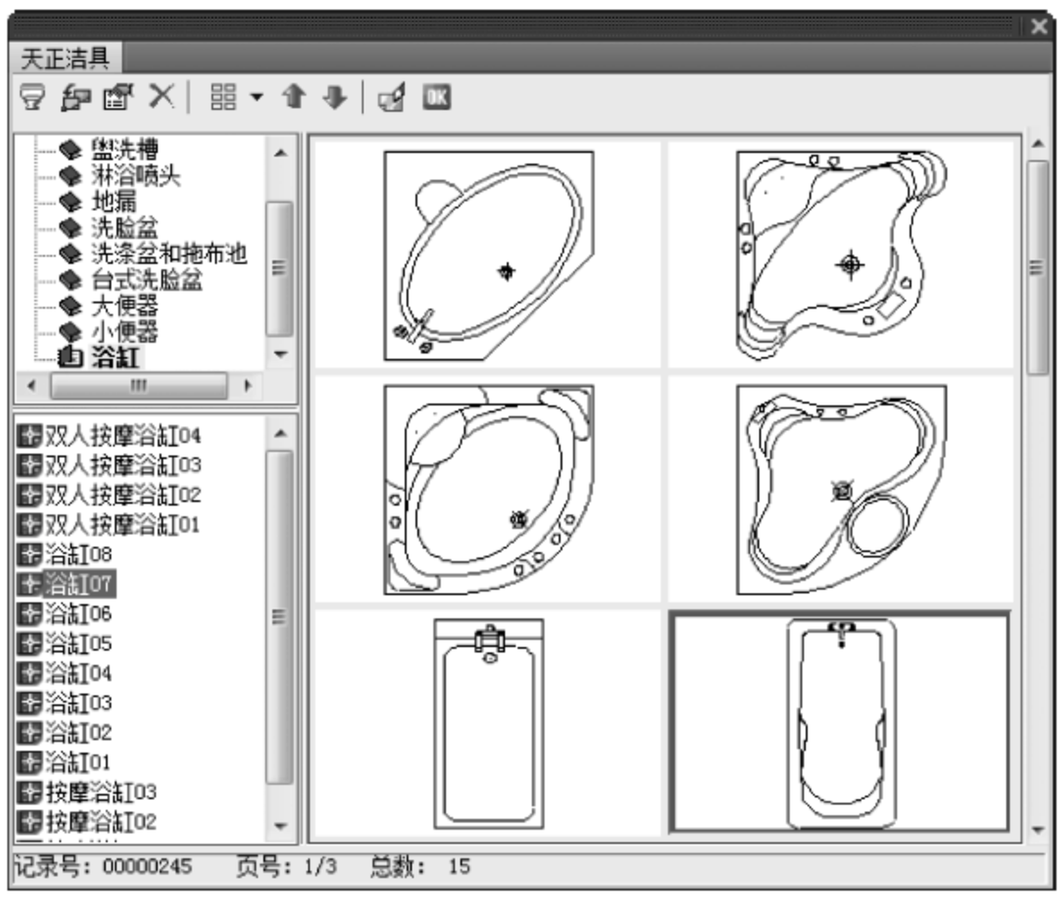

图 18-41　选择浴缸
(1) 单击菜单中的“房间屋顶”→“房间布置”→“布置洁具”命令，在“天正洁具”对话框中选择相应的洁具，本例选择“浴缸 07”，如图 18-41 所示。